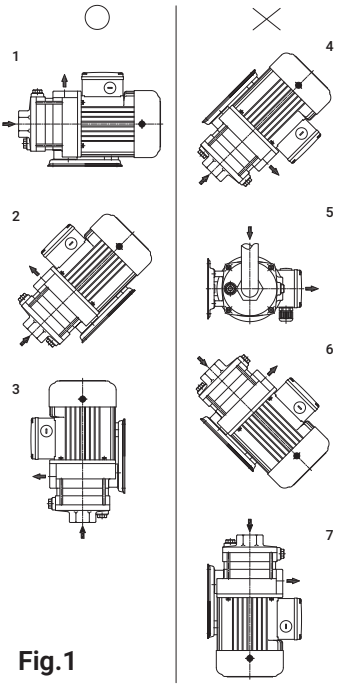

Fig.1
2.1.5 本產品正常以水平安裝為主，若需採取其他安裝方位，必須考慮洩水塞能將泵浦內液體完全排出為原則。如圖 Fig.1。